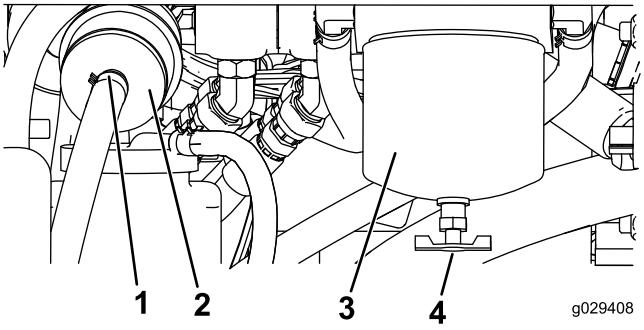

Figuur 48
1. Het brandstoffilter bevindt zich aan de achterzijde van de motor (Figuur 48). Plaats er een opvangbak onder.
1. De brandstoffilters bevinden zich aan de rechterzijde van de motor (Figuur 48). Plaats er een opvangbak onder.
2. Reinig de omgeving van de plaats waar de filterbus wordt gemonteerd (Figuur 48).
3. Verwijder de filterbus en reinig de plaats waar deze wordt gemonteerd (Figuur 48).
5. Monteer de filterbus met de hand totdat de pakking contact maakt en draai deze vervolgens nog een halve slag verder (Figuur 48).
6. Het inlinefilter bevindt zich achter de brandstoffilterbus (Figuur 48). Let op de richting van de pijl op de zijkant van het inlinefilter.
7. Open de klemmen aan de uiteinden van het inlinefilter en schuif de slangen eraf (Figuur 48). Gooi het filter weg.
8. Schuif de slangen over het uiteinde van een nieuw filter (Figuur 48) en zorg ervoor dat de pijl op het filter in dezelfde richting wijst als de pijl op het oude filter.